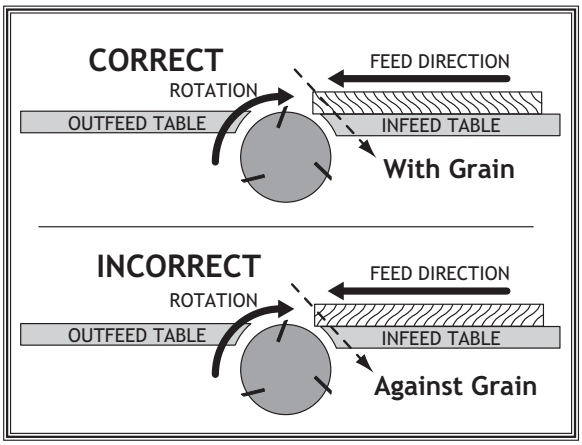

Figure 21. Correct setting for grain alignment.
- **Jointing and surface planing with the grain produces a better finish and is safer for the operator.** Cutting with the grain is described as feeding the stock on the jointer so the grain points down and toward you as viewed on the edge of the stock (see **Figure 21**).